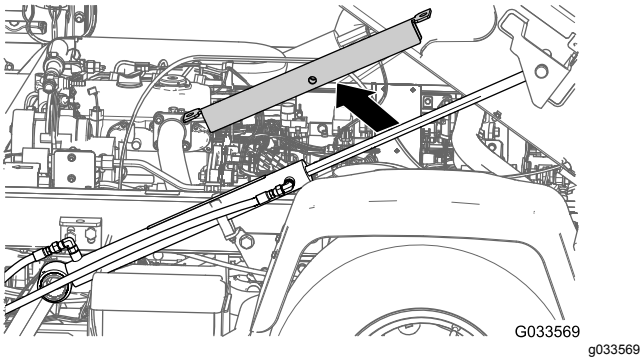
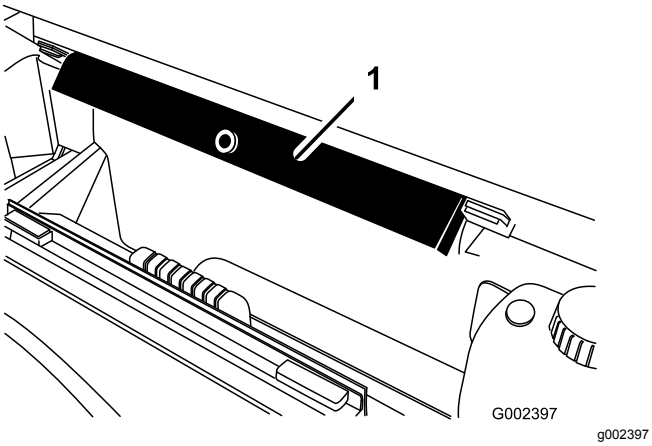

Figur 34
Figur 35
2. Fjern støttepilaren fra løftesylinderen, og oppbevar pilaren i lagringsbrakettene på baksiden av veltebeskyttelsespanelet (Figur 34 og Figur 35).